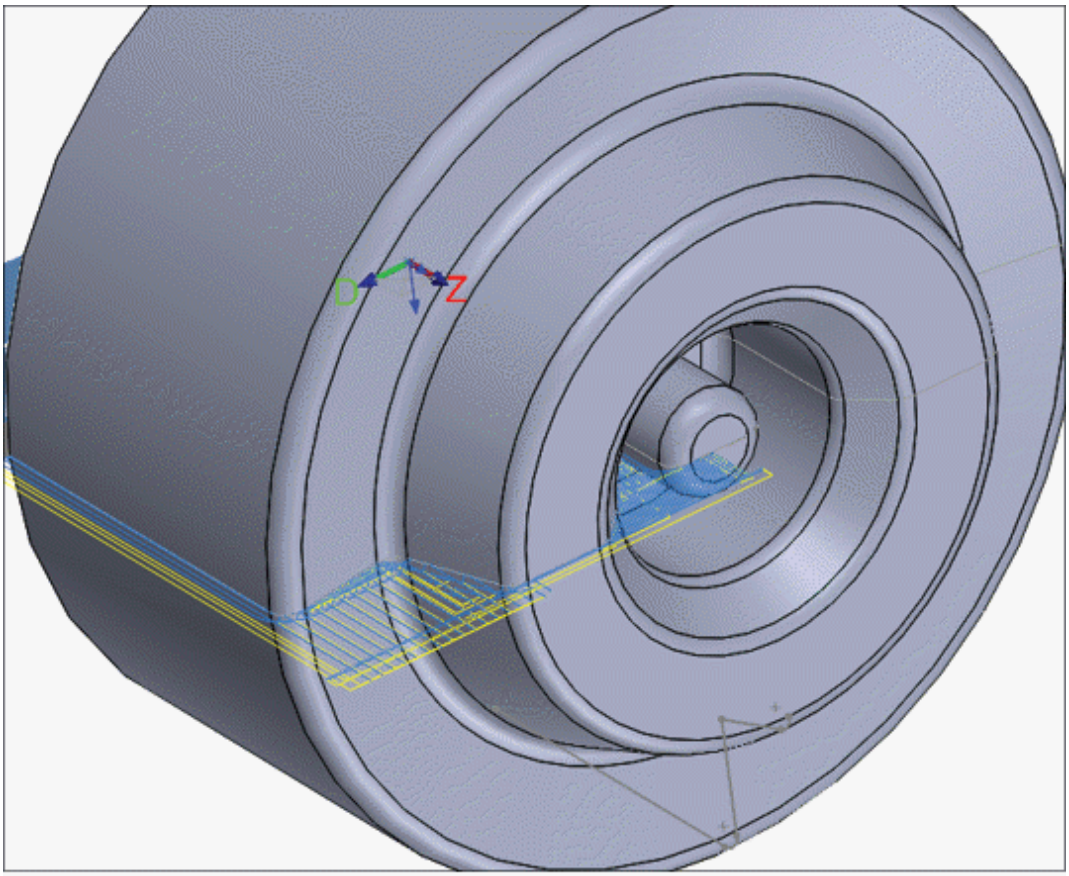

Figure-85. Toolpath generated by plunge turn
- Similarly, specify the parameters as required in the **Plunge turn finish parameters** tab and click on the **OK** button from the dialog box. The simulation of machining will run and the toolpath will be generated; refer to Figure-85.